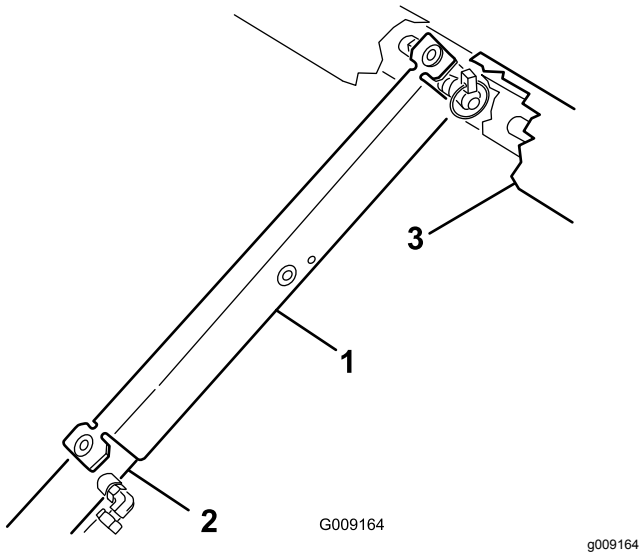

**Figur 22**
3. Skub ladstøtten ned over cylinderstangen, og sørg for, at tapperne på støtteenden hviler på cylinderløbets og cylinderstangens respektive ender (Figur 22).